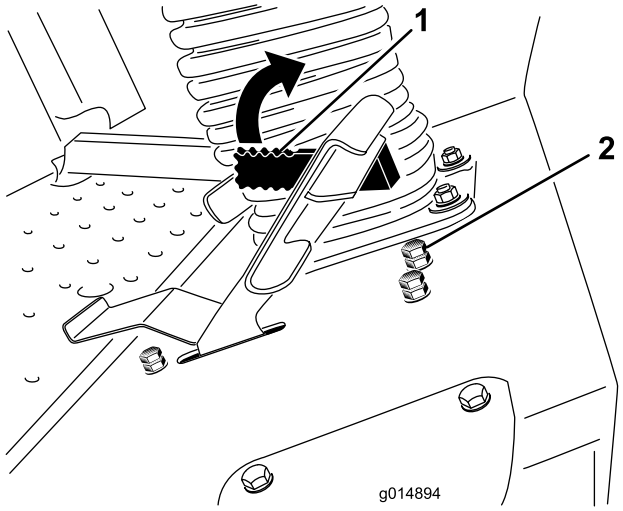

Figuur 61
U kunt de hendel die de maaisnelheid begrenst (Figuur 61) naar voren brengen om de tractiesnelheid tijdens bedrijf te beperken.
3. Draai de borgmoer op de aanslagbout van de maaisnelheidsbegrenzer los (Figuur 61).